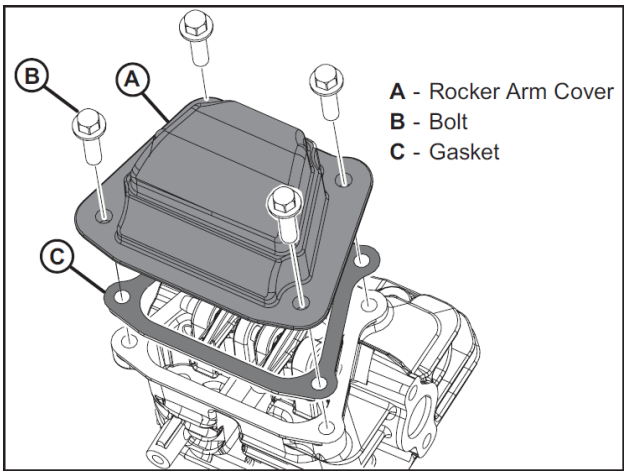

Figure 48 Remove Rocker Arm Cover
6. Remove the rocker arm cover (see Figure 48).